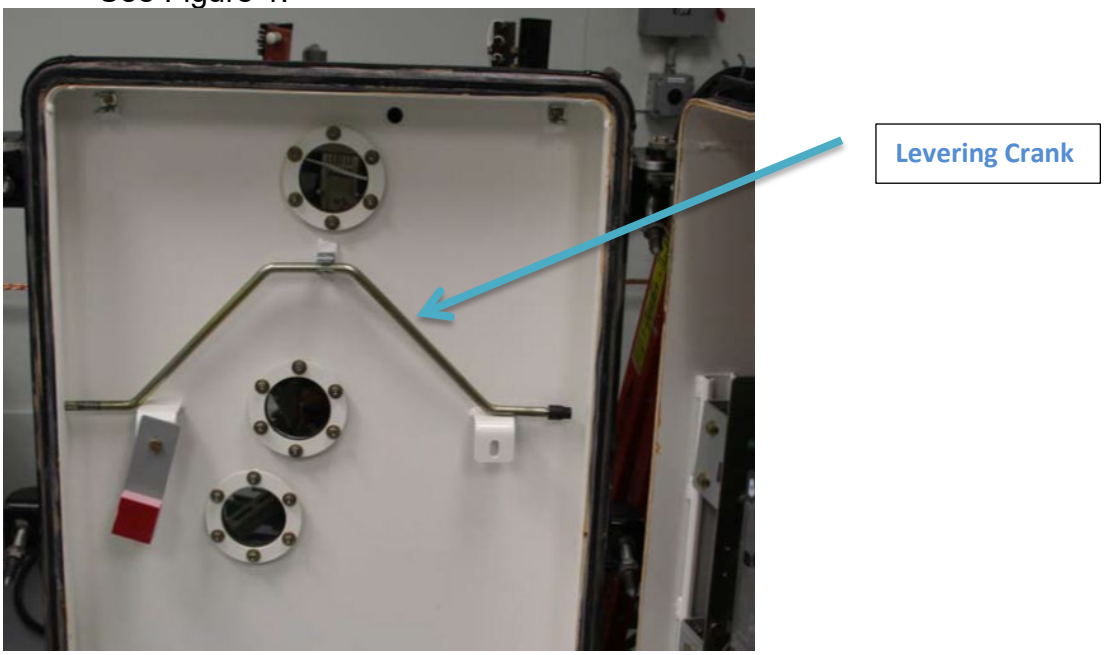

Figure 1 – The Levering Crank
1. Remove the levering crank mounted on the inside of the enclosure door. See Figure 1.